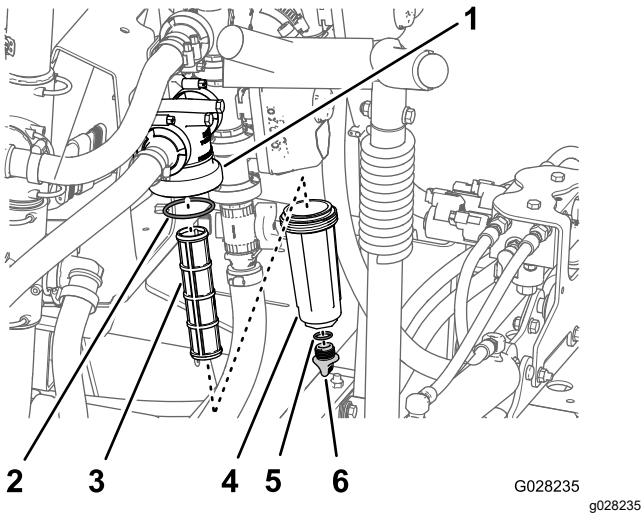

**Figur 109**
2. Placera ett kärl under tryckfiltret (Figur 109).
3. Vrid avtappningspluggen motsols och ta bort den från tryckfiltrets skål (Figur 109).
4. Vrid skålen moturs och avlägsna den från filterhuvudet (Figur 109).
5. Ta bort det gamla tryckfiltret (Figur 109).
6. Kontrollera att avtappningspluggens o-ring (sitter på insidan av skålen) och skålens o-ring (sitter på filterhuvudets insida) inte är slitna eller skadade (Figur 109).
7. Montera det nya tryckfiltret i filterhuvudet (Figur 109).
8. Montera skålen på filterhuvudet och dra åt för hand (Figur 109).
9. Montera pluggen i skålen och dra åt den för hand (Figur 109).